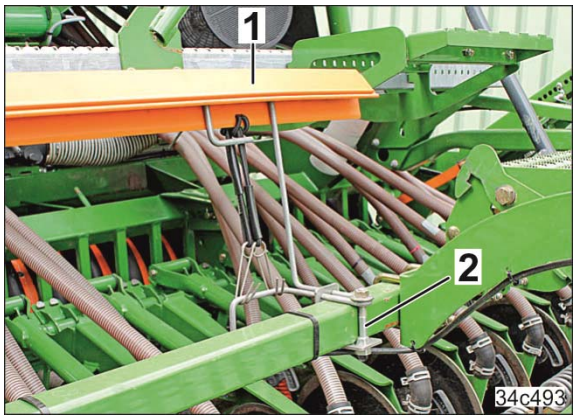

Fig. 166
1. Die mehrteilige Verkehrssicherungsleiste (Fig. 166/1) ineinander stecken und an der Transporthalterung (Fig. 166/2) mit den Federhaltern befestigen.